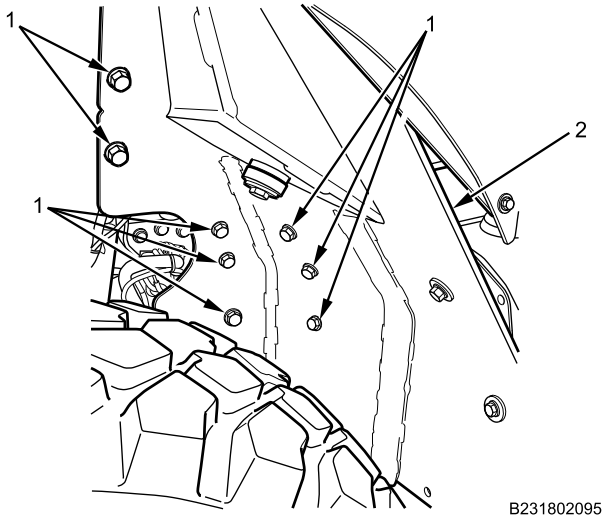

Figure 2. Inner Wheel Deflector Armor Plate.
2. With assistance, remove 16 bolts and washers (Figure 2, Item 1) from inner wheel deflector armor plate (Figure 2, Item 2). Remove armor plate.